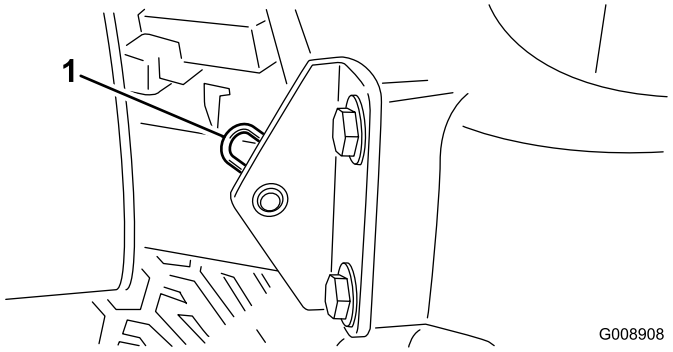

Figuur 46
2. Verwijder de borgpen waarmee het draaipunt van de motorkap aan de montagebeugels is bevestigd (Figuur 46).